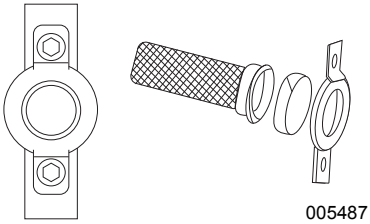

Figure 4-6. Spark Arrestor Screen
1. See *Figure 4-6*. Remove the clamp to remove retainer.